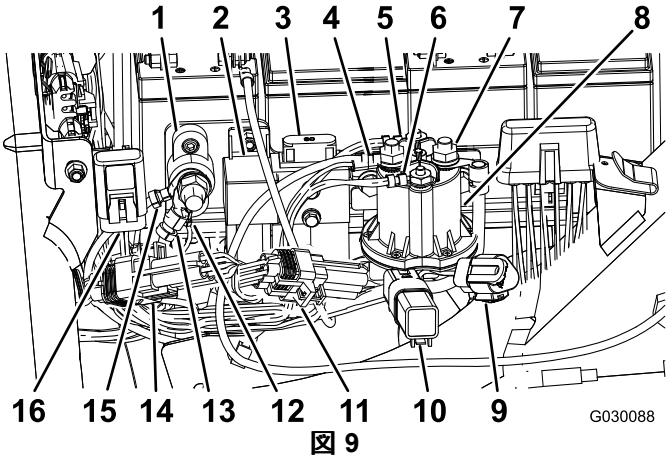

図 9
11. 図 9に示すように、ヒューズ10A、58Vからキャップを外して捨てる。
12. ヒューズ10A、58V付きの端子を、機体フレームに取り付けてある既存のキャップに挿入する図 9。
13. 電動リール回転許可リレーのコネクタP07を、図 9に示すように接続する。
14. ワイヤハーネスについているスイッチ側コネクタJ0790度の角度が付いているを、コンタクタDC 48 Vの後部端子に接続固定する図 9。
16. 図 9に示すように、メインコンタクタコイル用のコネクタ2個を、コンタクタDC 48 Vに接続する。
17. 図 9に示すように、Battery Side と表記されているワイヤとバッテリー遮断用のワイヤとを、コンタクタDC 48 V の前部端子に。
19. 図 9に示すように、ID モジュールP08を接続する。
20. 図 9に示すように、CANインタフェースモジュールP08を接続する。
24. アース用コネクタJ06とJ08を、アース用ブロックに接続する図 9。